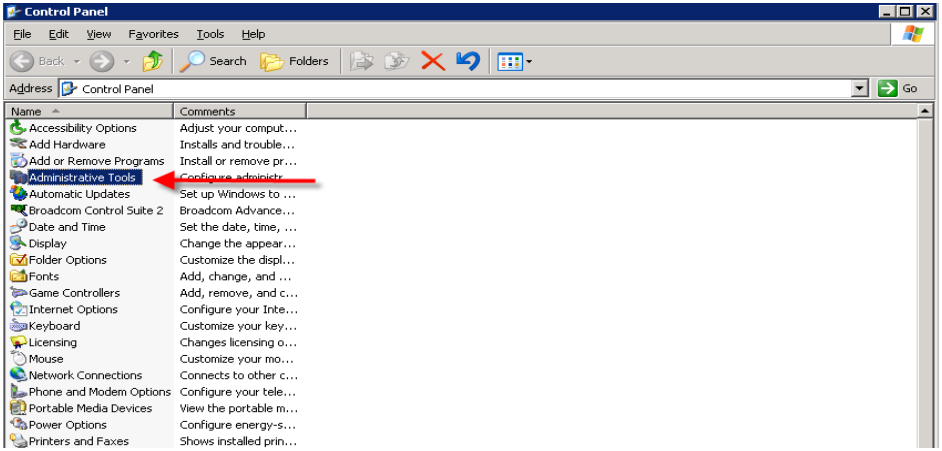

Figure 2-24 Control Panel
1. From the Windows **Start** menu, select **Settings** and open up the **Control Panel**, as shown in figure 2-24 below.